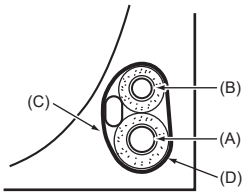

Abb. 4-5
4.5.1. Verstauen im Rohrleitungsraum der Anlage (Abb. 4-5)